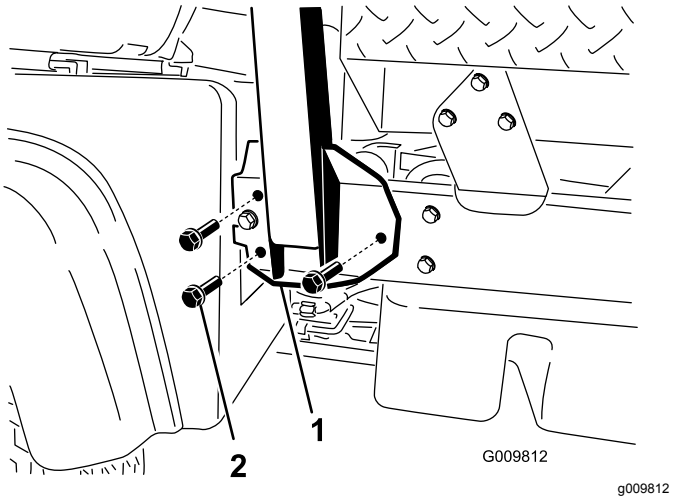

Figur 6
2. Ret hver side af styrtbøjlen ind efter monteringshullerne på hver side af maskinens stel (Figur 6).
3. Fastgør monteringsbeslaget til styrtbøjlen på maskinens stel med 3 flangehovedbolte (½" x 1¼") på hver side (Figur 6).